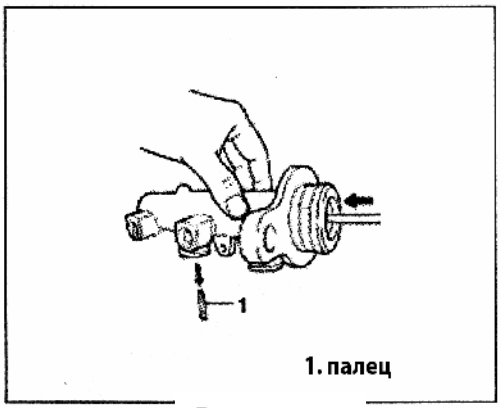

Рис. 692
4) Оберните защитной пленкой отвертку и подтолкните поршень вниз от установочной поверхности бачка и снимите палец (Рис. 692).